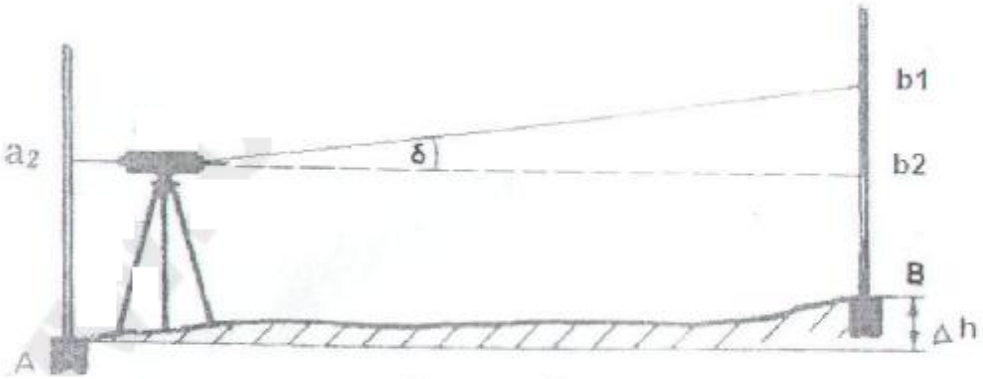

Рисунок 13
- Переместите нивелир и установите его на расстоянии 1-2 м от рейки А (рис. 13). Отгоризонтируйте прибор и возьмите отсчеты а2 и b2 по рейкам А и В соответственно. Если $|(a2-b2)-(a1-b1)|<3$мм, дальнейшая юстировка не трубуется. В противном случае сделайте следующее: